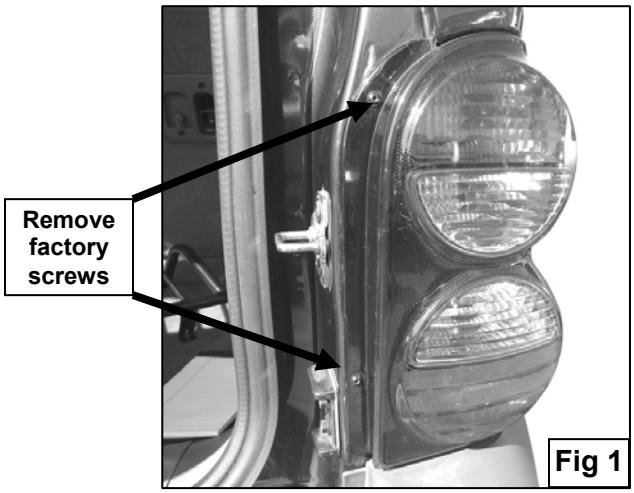

Fig 1
2. Open the rear door and remove the passenger's side screws holding the taillight **(Figure 1)**.